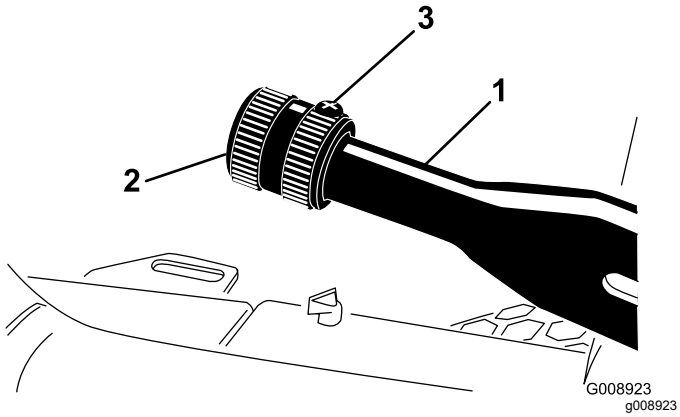

Figur 62
2. Lossa ställskruven som fäster ratten på parkeringsbromsspaken (Figur 62).